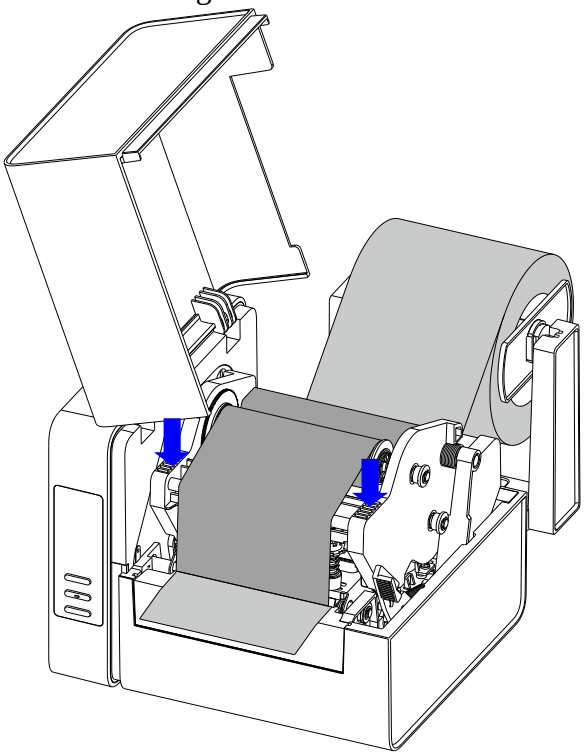

Figure 2-18 Media loaded
7. Press the Printhead Module downward until you hear a "click", which indicates the module have locked into place, as shown in Figure 2-18.